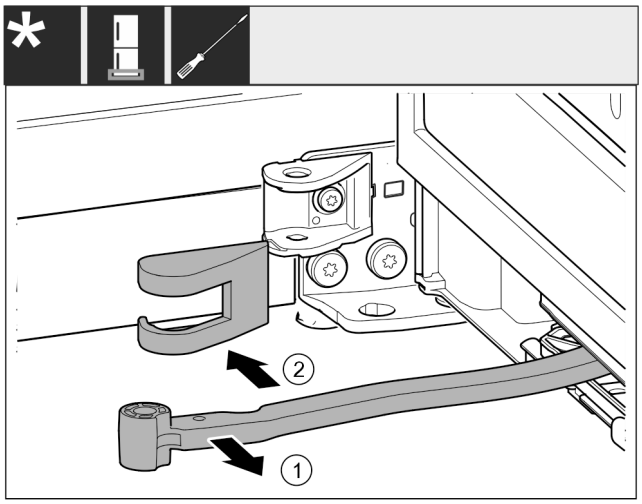

Fig. 16
▶ Rotiți articulația *Fig. 16 (1)* în direcția ușii.
▶ Înlăturați capacul suportului de lagăr *Fig. 16 (2)*.